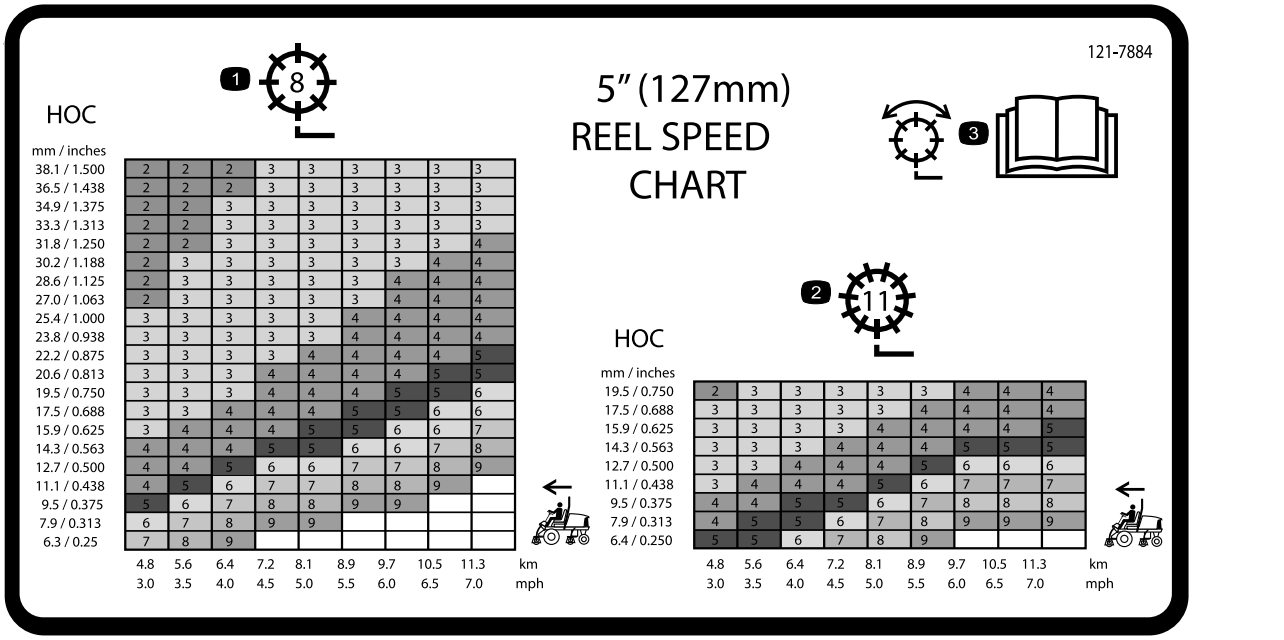

**Figur 33**
3. Bestäm korrekt hastighet för cylindrarna genom att använda kurvan på dekalen med tabellen över cylinderhastighet (Figur 33).